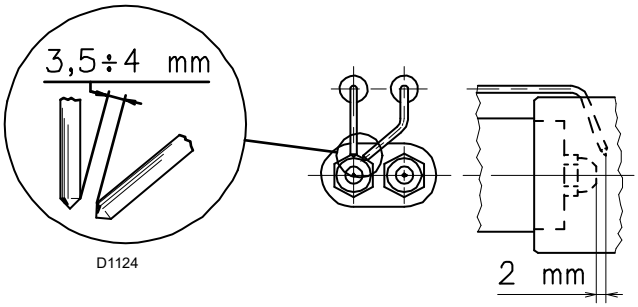

Afb. 14
Controleer of de elektroden gepositioneerd zijn zoals is aangegeven op Afb. 14, door de aangeduide afmetingen te respecteren.
- De verstuiver voor de 1ste vlamgang bevindt zich onder de ontstekingselektroden, Afb. 14 op pag. 17.